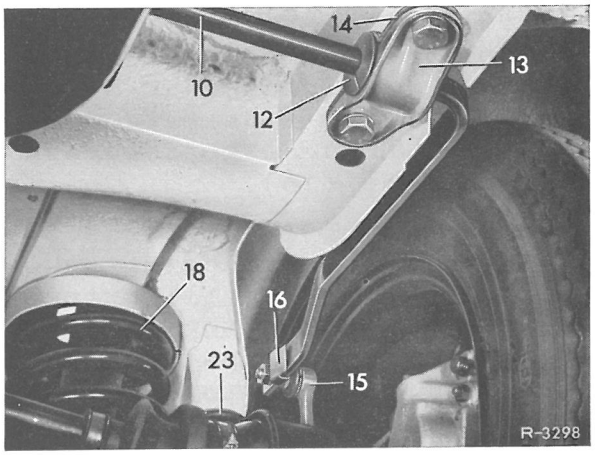

Fig. 32-8/2
Brændstoftanken løsnes i forreste befæstelse, sænkes en smule, og afstøttes med en egnet stok (46) (fig. 32-8/3).